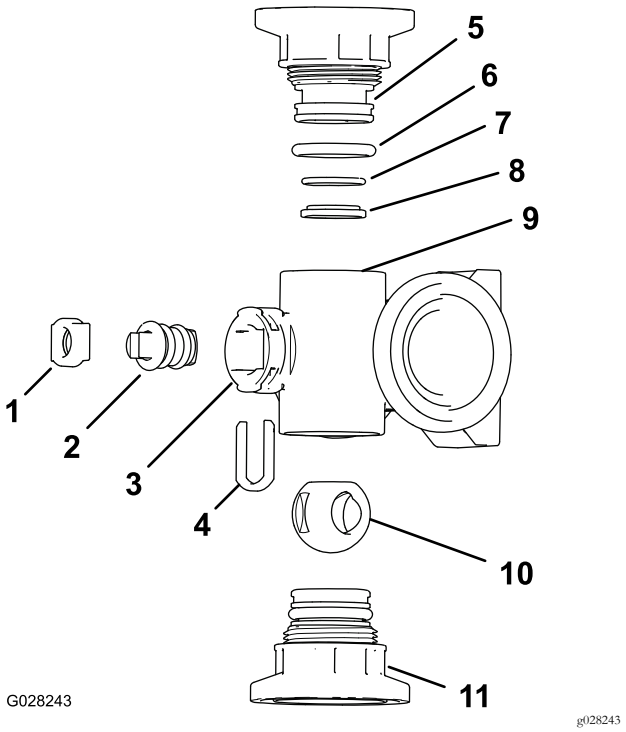
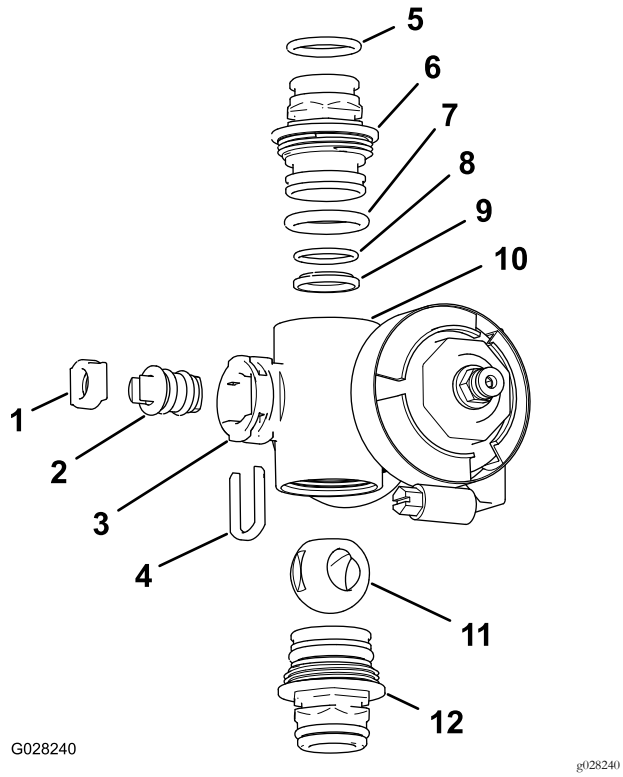

Figuur 140
Figuur 141
2. Verwijder de 2 dopaansluitingen van de uiteinden van de verdelerbehuizing (Figuur 140 en Figuur 141).
4. Verwijder de houder van de afsluiter uit de openingen in de ventielopening van de verdeler (Figuur 140 en Figuur 141).
5. Neem de houder van de afsluiter en de zitting van de afsluiter uit de verdeler (Figuur 140 en Figuur 141).
6. Neem de ventieleenheid uit de verdelerbehuizing (Figuur 140 en Figuur 141).
1. Controleer de staat van de O-ringen van de uitgaande fitting (alleen spuitboomklepverdeler), de O-ringen van de dopafdichting, de O-ringen van de achterzitting en de kogelzitting op schade of slijtage (Figuur 140 en Figuur 141).
2. Breng smeersel aan op de afsluiter en steek deze in de zitting van de afsluiter (Figuur 140 en Figuur 141).
3. Monteer de afsluiter en de zitting in de verdeler en bevestig de afsluiter en de zitting met de houder van de afsluiter (Figuur 140 en Figuur 141).
4. Zorg dat de O-ring van de achterzitting en de kogelzitting uitgelijnd zijn en op hun plaats zitten in de dopaansluiting (Figuur 140 en Figuur 141).
5. Breng de dopaansluiting aan op de verdelerbehuizing tot de flens van de dopaansluiting contact maakt met de verdelerbehuizing (Figuur 140 en Figuur 141). Draai vervolgens de dopaansluiting nog ⅛ tot ¼ slag.